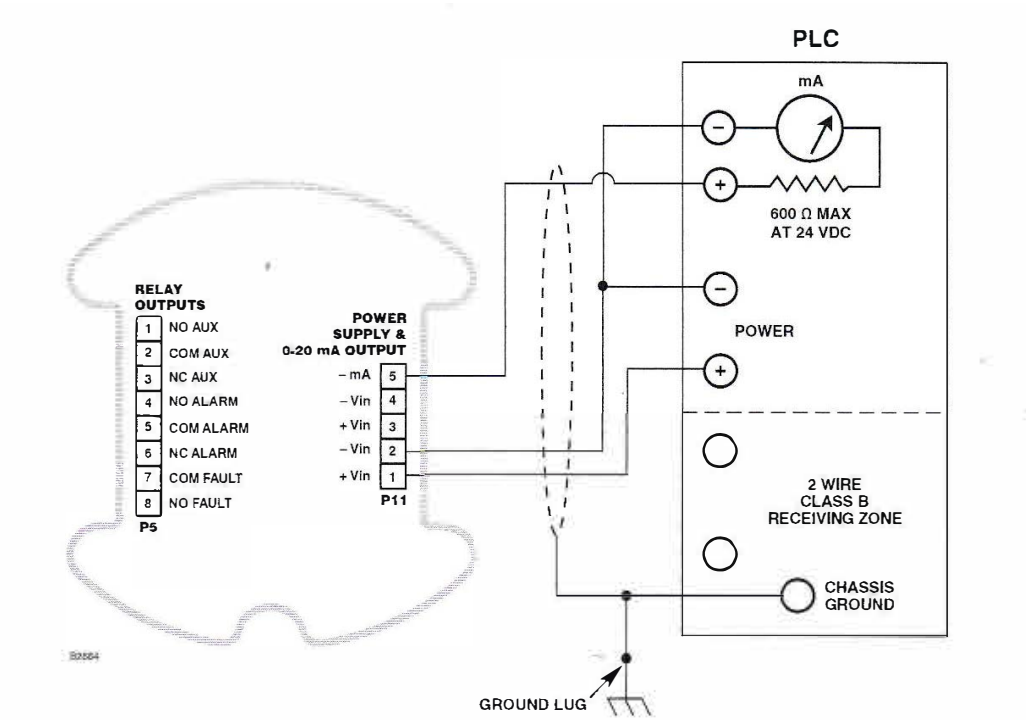

Figure 12—Single Detector Wiring (0-20 mA used, Relays not used)
Depending on the wiring option that is used, jumpers may be required. See Table for the Jumper Usage Guide, and Figures 12 to 15 for wiring examples.
- Figures 12 and 13 show wiring for single detector configurations.